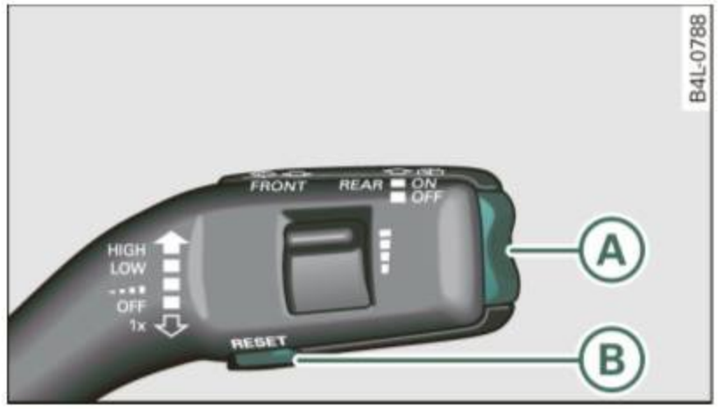

Fig. 20 Wiper lever: Trip computer controls
- Press the function selector switch in the wiper lever (A) ⇒ *page 27,* fig. 20 up or down to change the set value. Values run up or down in steps of 6.2 mph (10 km/h).
- Press the reset button in the wiper lever (B) ⇒ *page 27,* fig. 20 until the crossed out speed warning symbol for warning threshold 2 appears in the display.